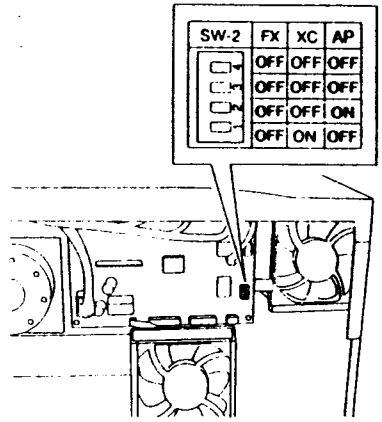

Рис. 2 NZM-0142
2. (Рис. 2): Выполните настройку DIP-переключателя (SW2).